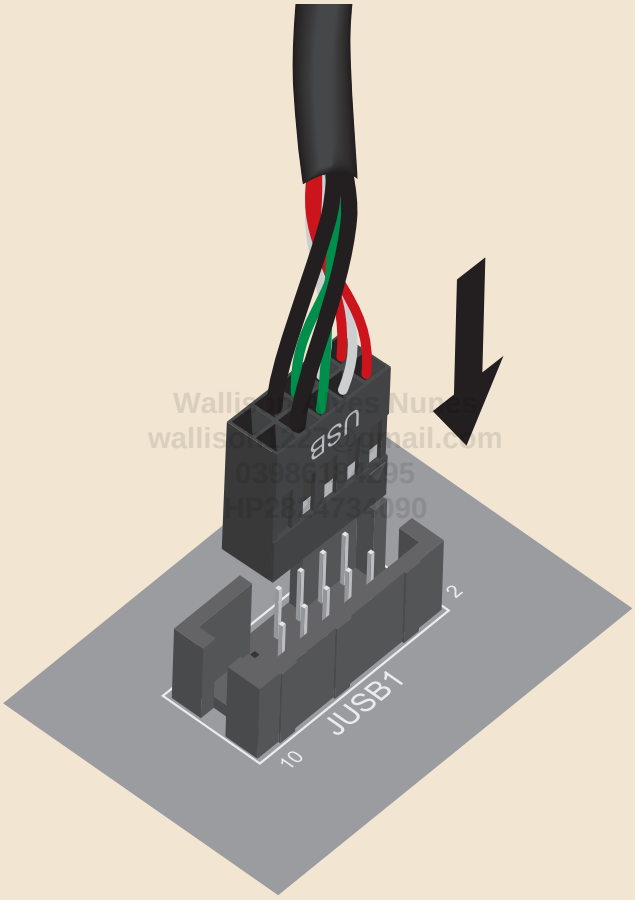

Figura 18.11: Instale o conector USB 2.0, caso exista.
9. Caso a ventoinha do cooler seja do tipo RGB e ela traga um conector USB 2.0, instale uma das extremidades do cabo USB no cooler e a outra extremidade em um conector USB 2.0 interno da placa-mãe. Ver Figura 18.11 e tópico *Instalação das Portas USB 2.0*, do Capítulo 19, para informações mais detalhadas.
6. Caso a ventoinha do cooler seja do tipo RGB e ela traga um conector USB 2.0, instale uma das extremidades do cabo USB no cooler e a outra extremidade em um conector USB 2.0 interno da placa-mãe. Ver *Figura 18.11* e tópico *Instalação das Portas USB 2.0*, do Capítulo 19, para informações mais detalhadas.